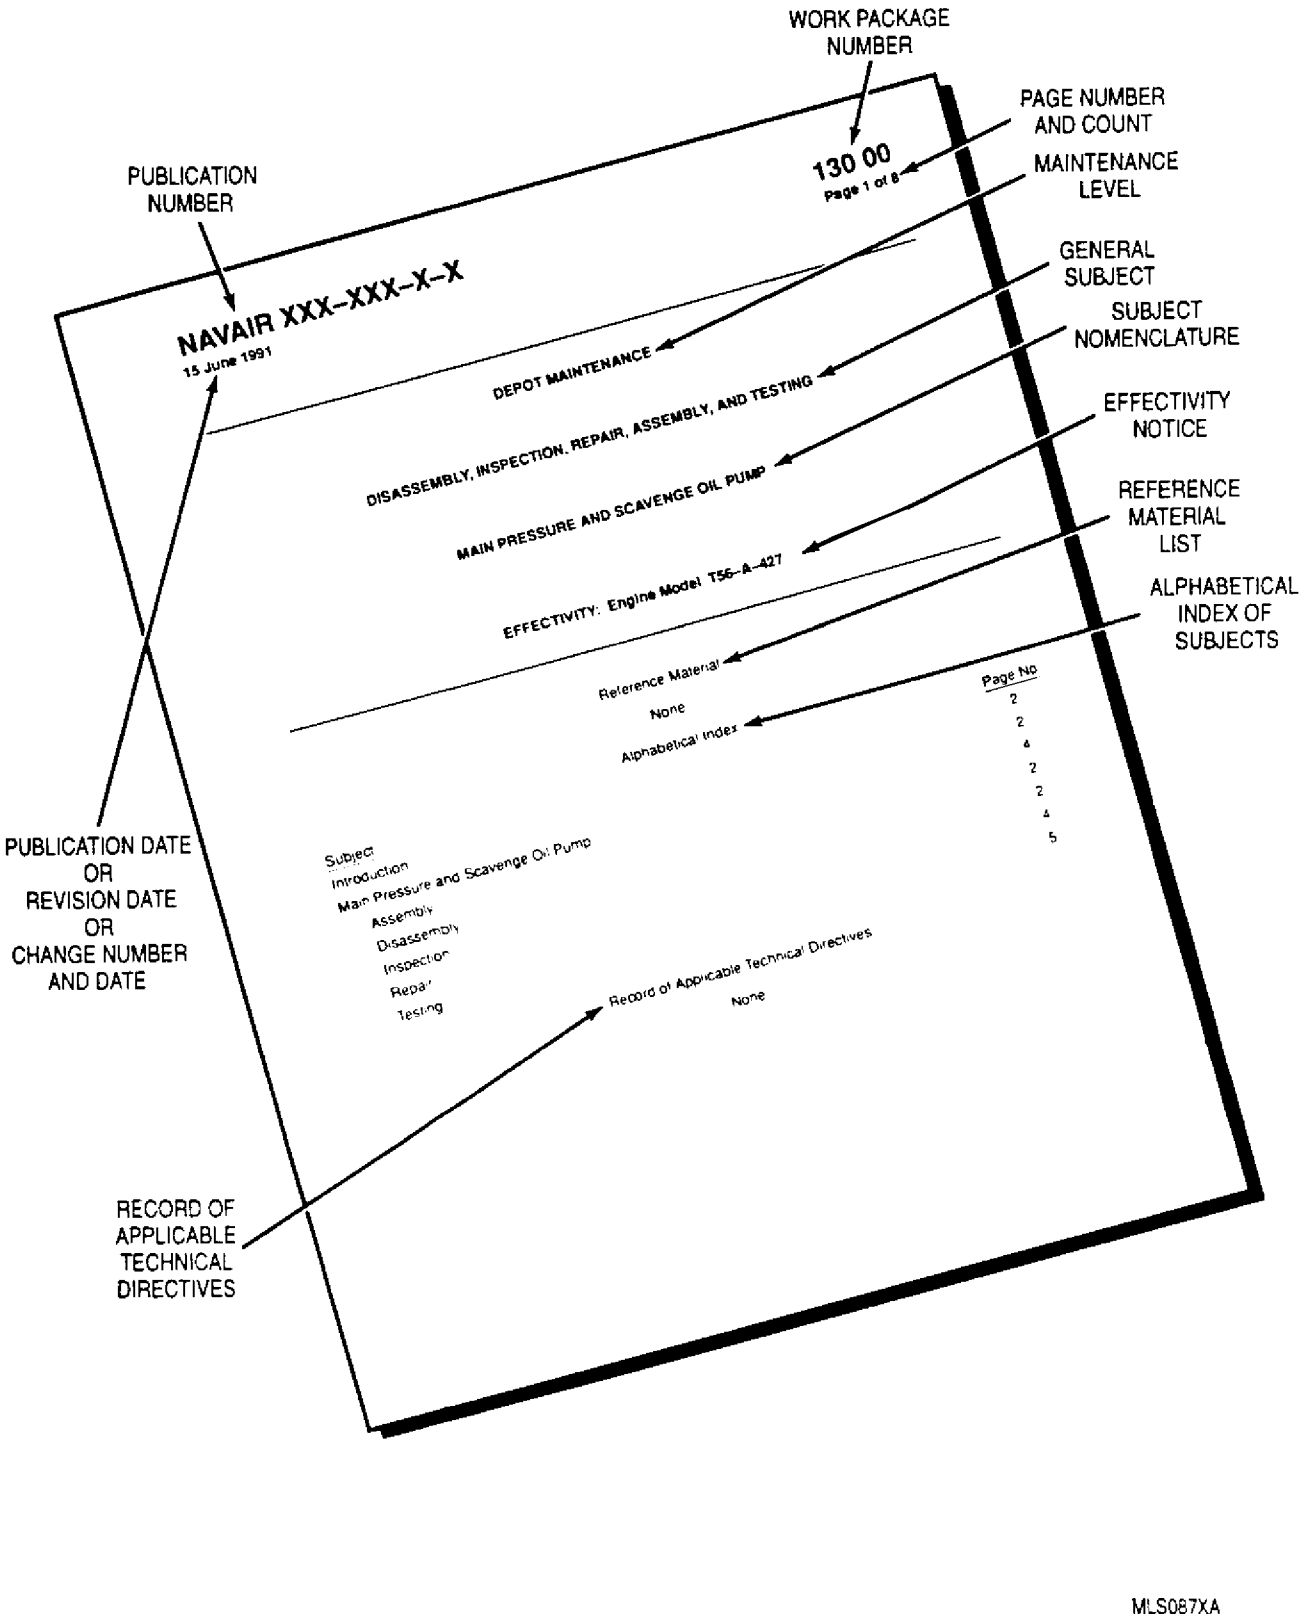

Figure 1. Work Package Title Page − Details of Standard Format
19. All WP’s numbered 006 00 and above are technical content WP’s; the title pages follow a standard format (figure 1).
Remove nuts (4, figure 1) and washers (5) from bolts (6).